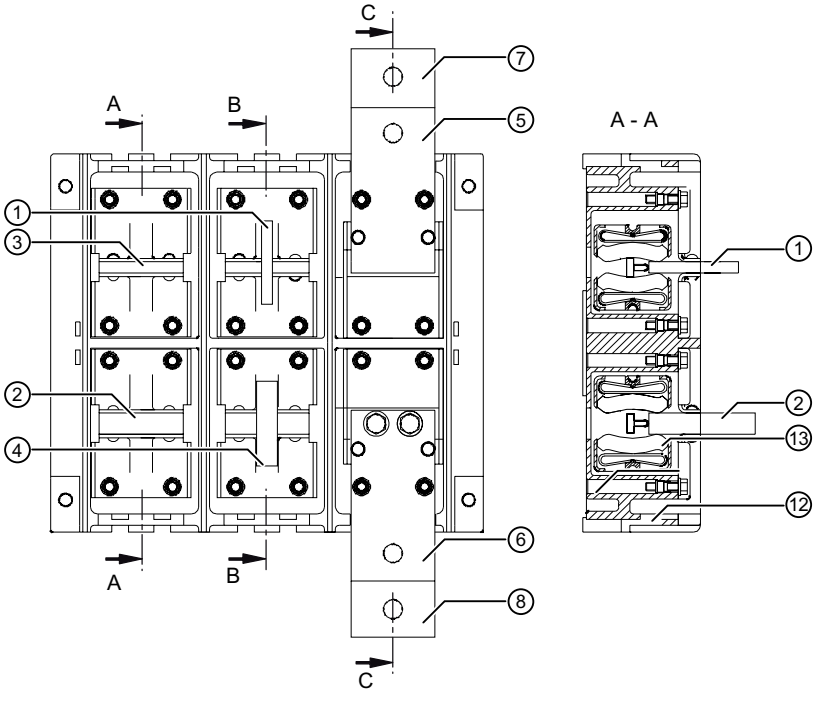
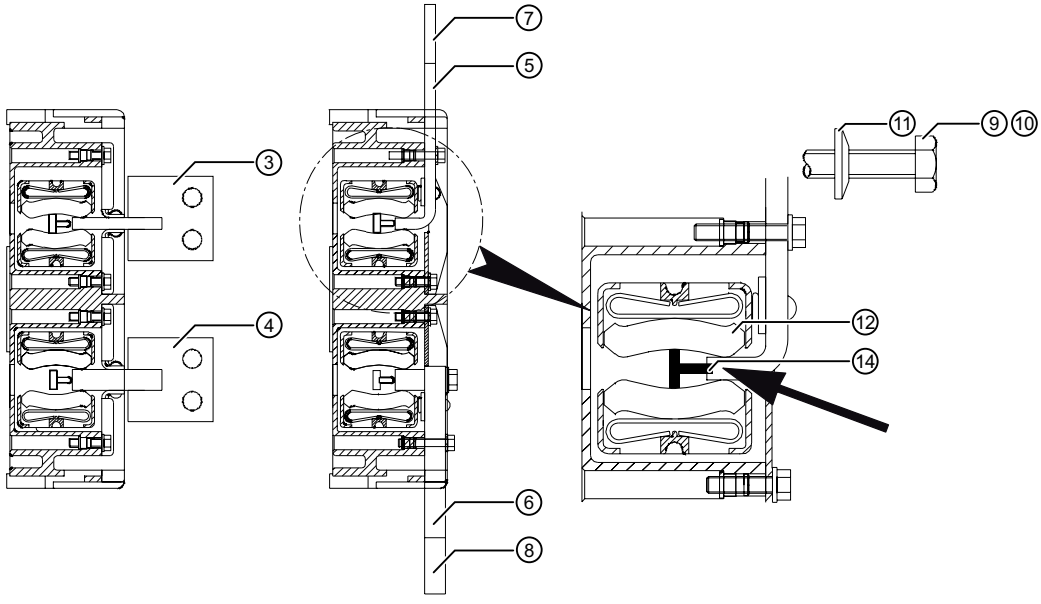

Рис. 1: Задняя стенка выдвижной рамы, вид сзади, возможные виды подключения
Рис. 2: Положение пластинчатых блоков
В случае необходимости вставлять вынутые пластинчатые блоки только в положение, показанное на Рис. 2, т.е. упорный штифт ⑭ должен указывать в сторону соединителей.
Вставить новые соединители согласно Рис. 1 и Рис. 2 и прочно завинтить прилагаемыми винтами и упругими зажимными шайбами. Момент затяжки 8 ± 1 Нм. Упорядочение крепежных винтов смотри на Рис. 1, положение упругих зажимных шайб на Рис 2.